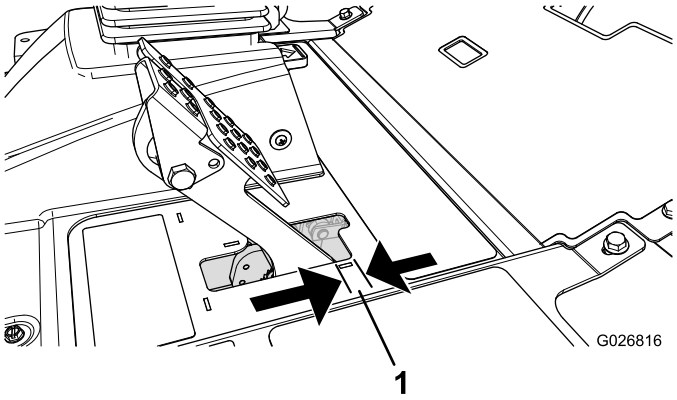

**Figura 65**
Ajuste los frenos si el pedal de freno tiene más de 2,5 cm de holgura (Figura 65), o cuando se necesite más fuerza para frenar. La holgura es la distancia que recorre el pedal de freno antes de notarse una resistencia de frenado.
2. Apriete la tuerca trasera para mover el cable hacia atrás hasta que los pedales de freno tengan una holgura de 6 a 13 mm (Figura 65) antes de bloquearse las ruedas.